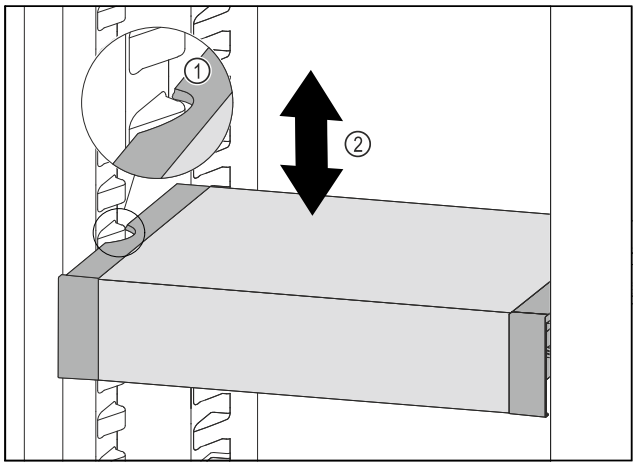

Fig. 104
▶ Pull VarioSafe forwards until the recesses in the side of the VarioSafe are at the level of the support rib in the refrigerator compartment. *Fig. 104 (1)*
▶ Move VarioSafe up or down in the refrigerator compartment until the desired height is reached. *Fig. 104 (2)*